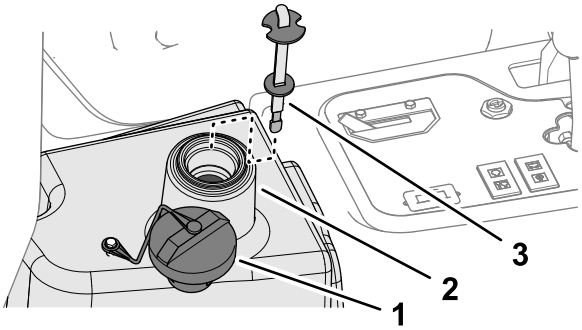

Rysunek 88
2. Oczyść okolice szyjki i korka wlewu oleju hydraulicznego do zbiornika (Rysunek 88), po czym odkręć korek.